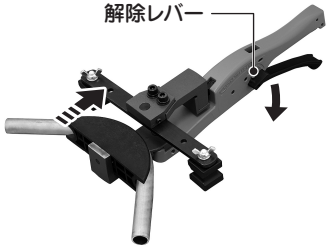

図8
⑨ 曲げ作業終了後、解除レバーを矢印方向に下げて、ガイドバー組を引き戻します。（図 8）
⑩ 管をシューから外します。